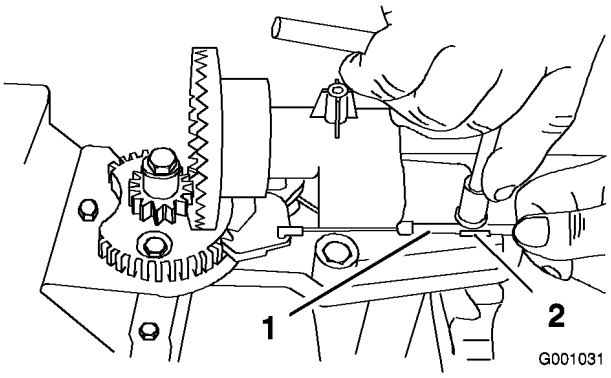
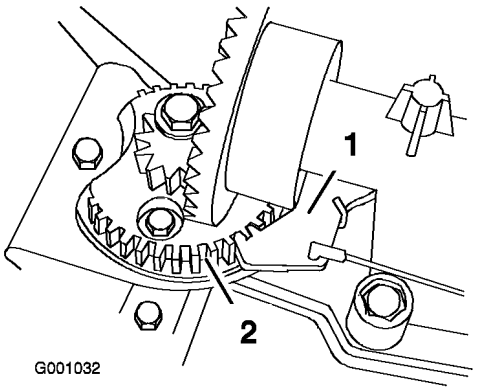

Bild 55
Bild 56
2. Lösen Sie die Schraube an der Kabelklemme (Bild 55).
3. Fassen Sie den Kabelstrang an und schieben Sie ihn nach vorne an der Maschine, bis der Auswurfkanalriegel ganz in die Zahnräder des Getriebes greift (Bild 55 und Bild 56).
Hinweis: Der Riegel ist gefedert und ist so konstruiert, dass er in die Zahnräder des Getriebes greift (Bild 56).